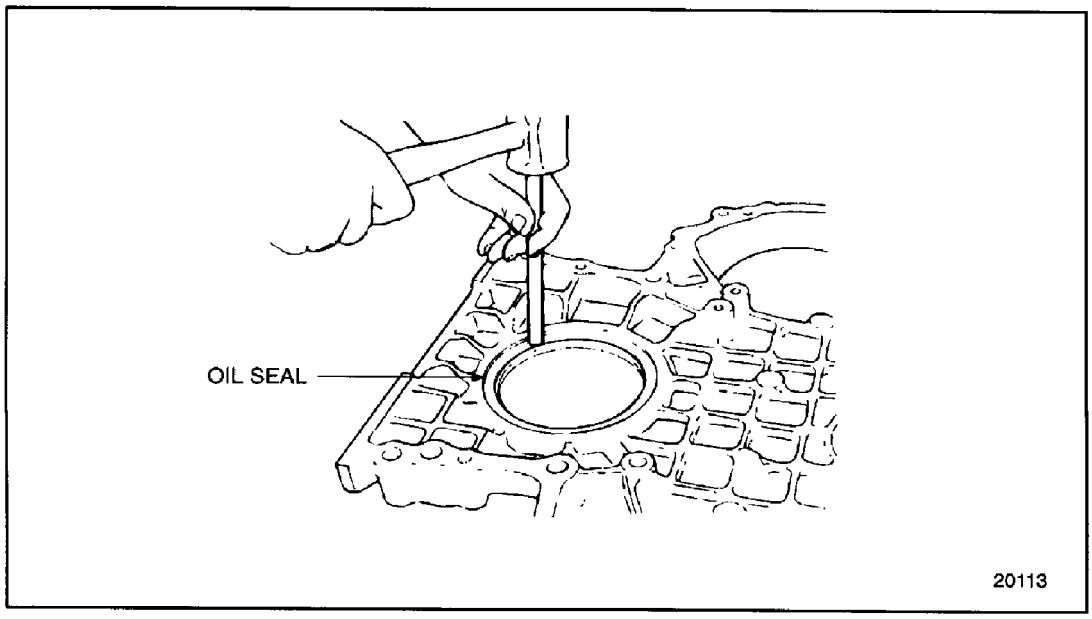

Figure 1-135 Front Crankshaft Oil Seal Removal
2. Drive the oil seal out with a brass drift and hammer. Clean the seal bore in the housing. See Figure 1-135.